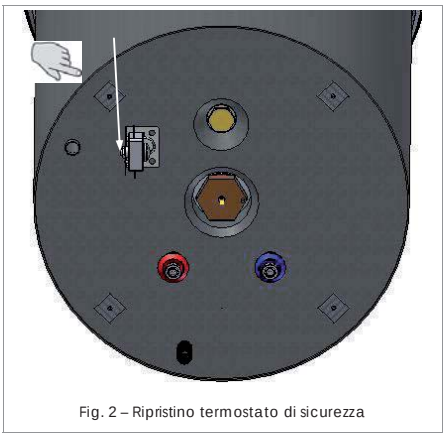

Fig. 2 – Ripristino termostato di sicurezza
- Ripristinare manualmente il termostato di sicurezza intervenuto (Fig. 2);